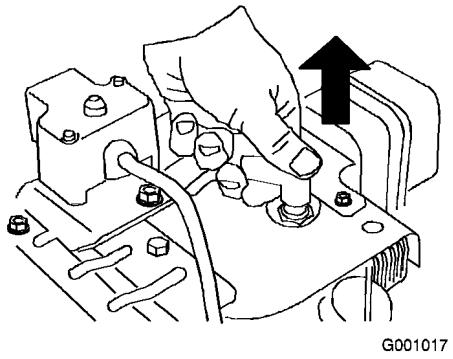

Figur 41
3. Koppla bort tändkabeln (Figur 41).